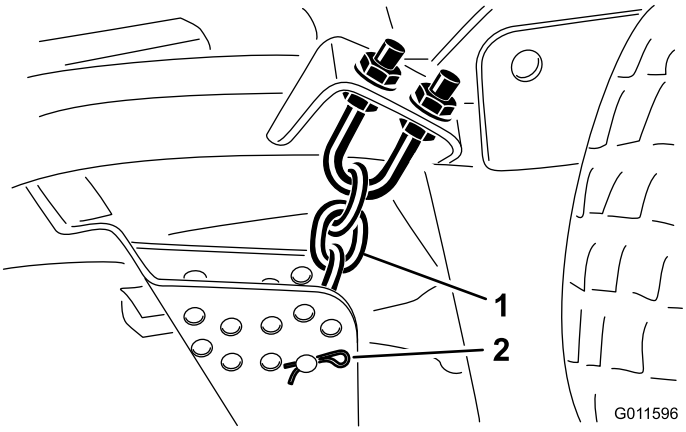

Figura 18
5. Retire el pasador de horquilla y el pasador que fijan las cadenas de ajuste de la altura de corte a la parte trasera de la unidad de corte (Figura 18).